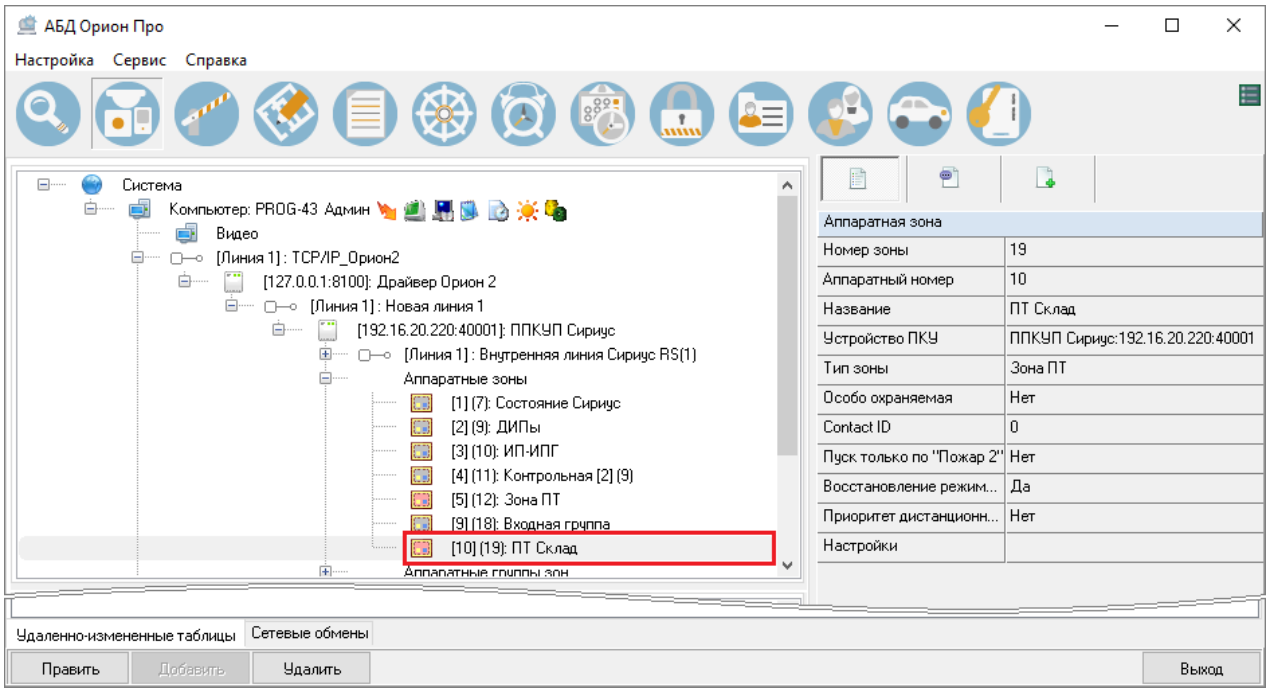

Рисунок 6-337 Зона ПТ в дереве объектов системы
– в дереве объектов системы на страницах «Адреса приборов» и «Структура системы» как дочерний элемент узла «Аппаратные зоны» на внутренней линии ППКУП «Сириус», для которого создавалась эта зона ПТ (см. Рисунок 6-337);